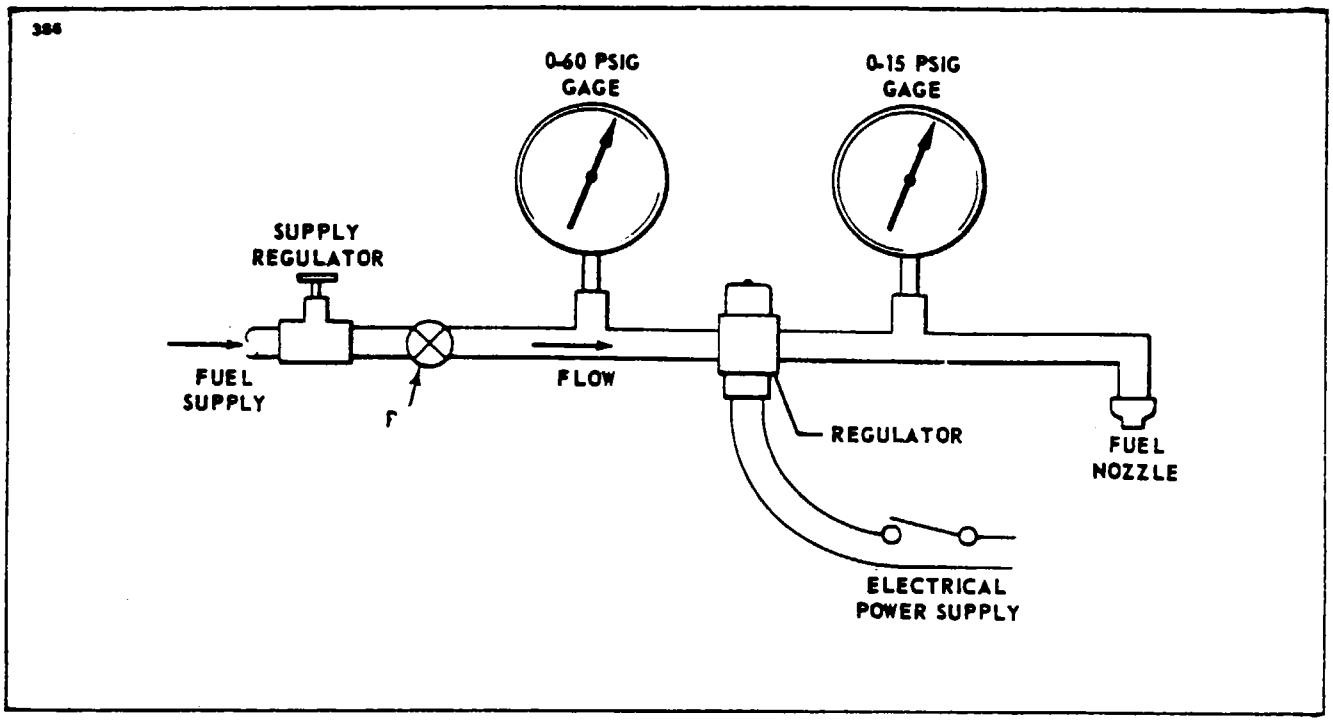

Figure 13-16. Test Setup-Fuel Regulator
1. Install the regulator in a test stand similar to that shown in Figure 13-16.